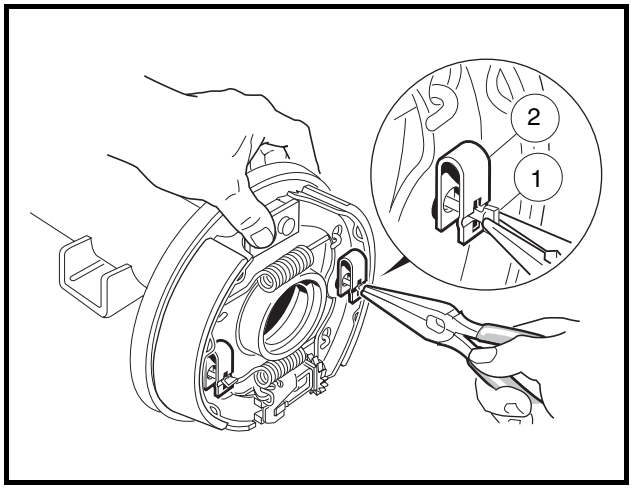

Figure 6-4 Rotate Clip Retainer
6. Using needle nose pliers, rotate the clip retainer pin (1) 90° to remove the shoe retainer clip (2) on each shoe **(Figure 6-4, Page 6-3)**. **See following CAUTION.**